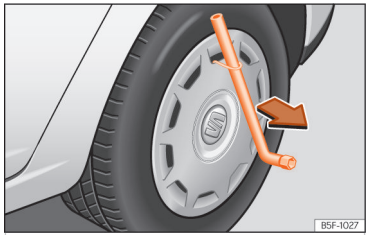

Abb. 246 Die Radvollblende vom Rad abnehmen.
- Radschlüssel durch den Drahtbügel schieben, am Reifen abstützen und Radvollblende abziehen ››› (Abb. 246).